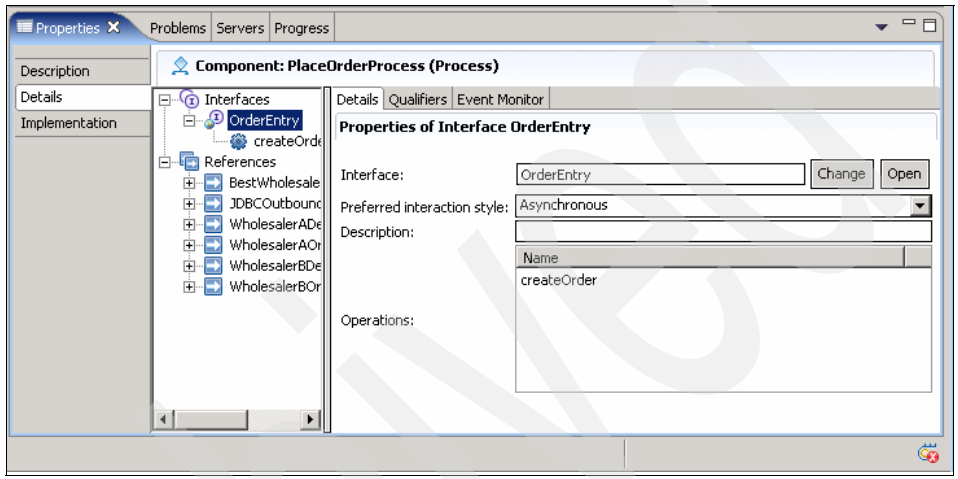

Figure 12-22 The Preferred interaction style interface setting
4. Click the **Details** subtab. Change the value of Preferred interaction style to `Asynchronous` (Figure 12-22).